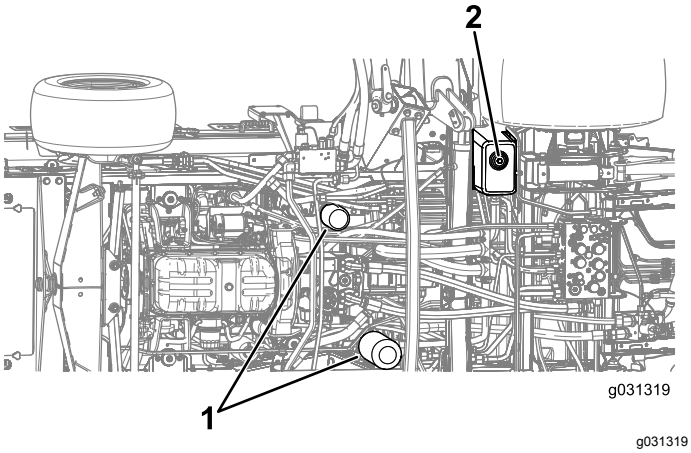

Figur 122
4. Fjern tappepluggen fra bunnen av hydraulikktanken og la hydraulikkvæsken flyte ned i tappefatet (Figur 122).
7. Plasser et tappefat under filteret, og ta ut filteret (Figur 122).